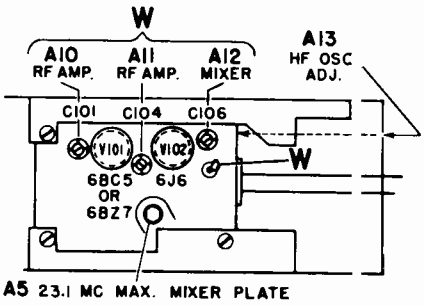

Figure 11. Top of TV Tuner, Sho ving Adjustment Location.
c. Connect oscilloscope through a 10,000 ohm resistor to test point "W" on tuner (Fig. 11). Keep scope leads away from chassis.